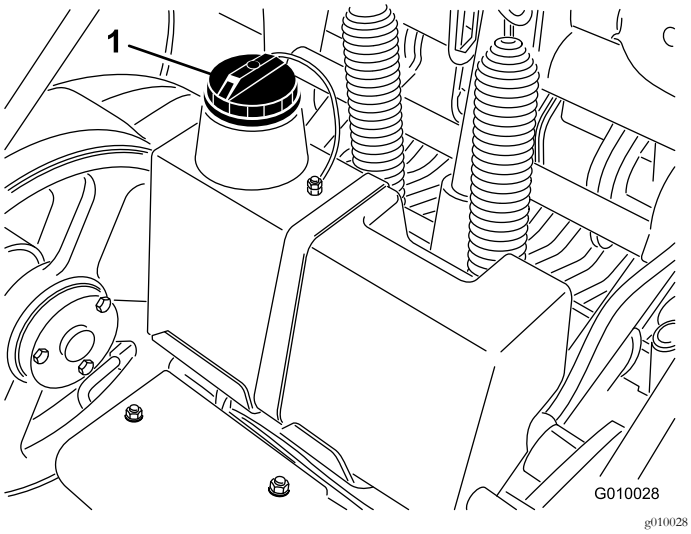

**Figur 18**
3. Rengjør rundt påfyllingshalsen og lokket på tanken for hydraulisk olje (Figur 18). Ta lokket av påfyllingshalsen.